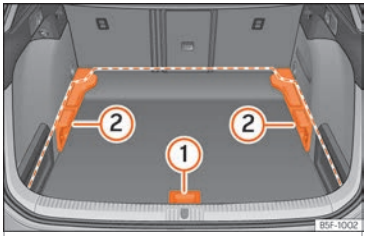
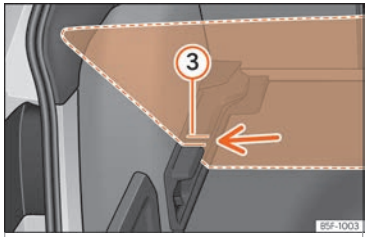

Fig. 193 Variable boot floor: position.
Fig. 194 Variable boot floor: tilted grooves.
- Lift the floor using handle ››› **Fig. 193** ① and pull it back until the front of the floor has fully passed the supports ②.
- Move the floor forward over the supports as far as the rear seat backrest and then lower the floor with the handle ①.
- Now match the front part with the lower grooves of the supports and slide the floor forwards as far as the rear seat backrest and lower the floor at the same time with the handle ①.
- Lift the variable floor using handle ››› Fig. 193 (1) and pull it back until the front of the floor has fully passed the tilted grooves ››› Fig. 194 (3).
- Run the floor through these grooves with the help of handle (1) as the rear seat backrest and until the floor is resting in the grooves.